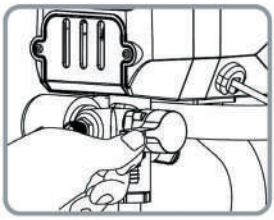

Рис. 32
7. Установите дренажный кран в положение «покраска» (рис. 32).